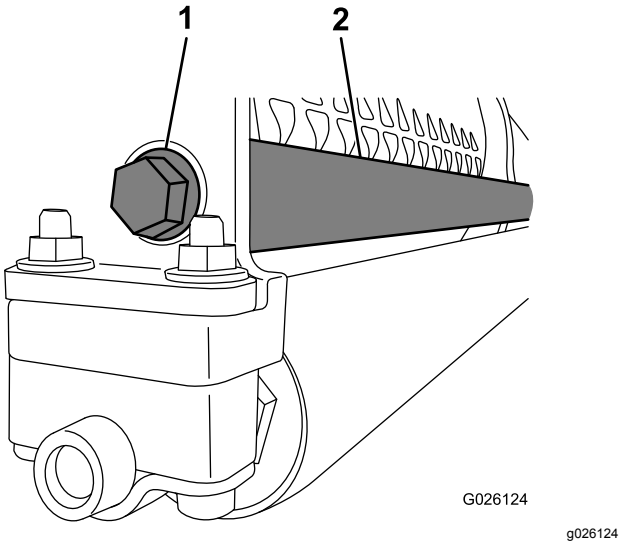

Figur 6
4. Fest den gjengede enden av vektstangen til rammen med en flenshodeskrue (Figur 6).